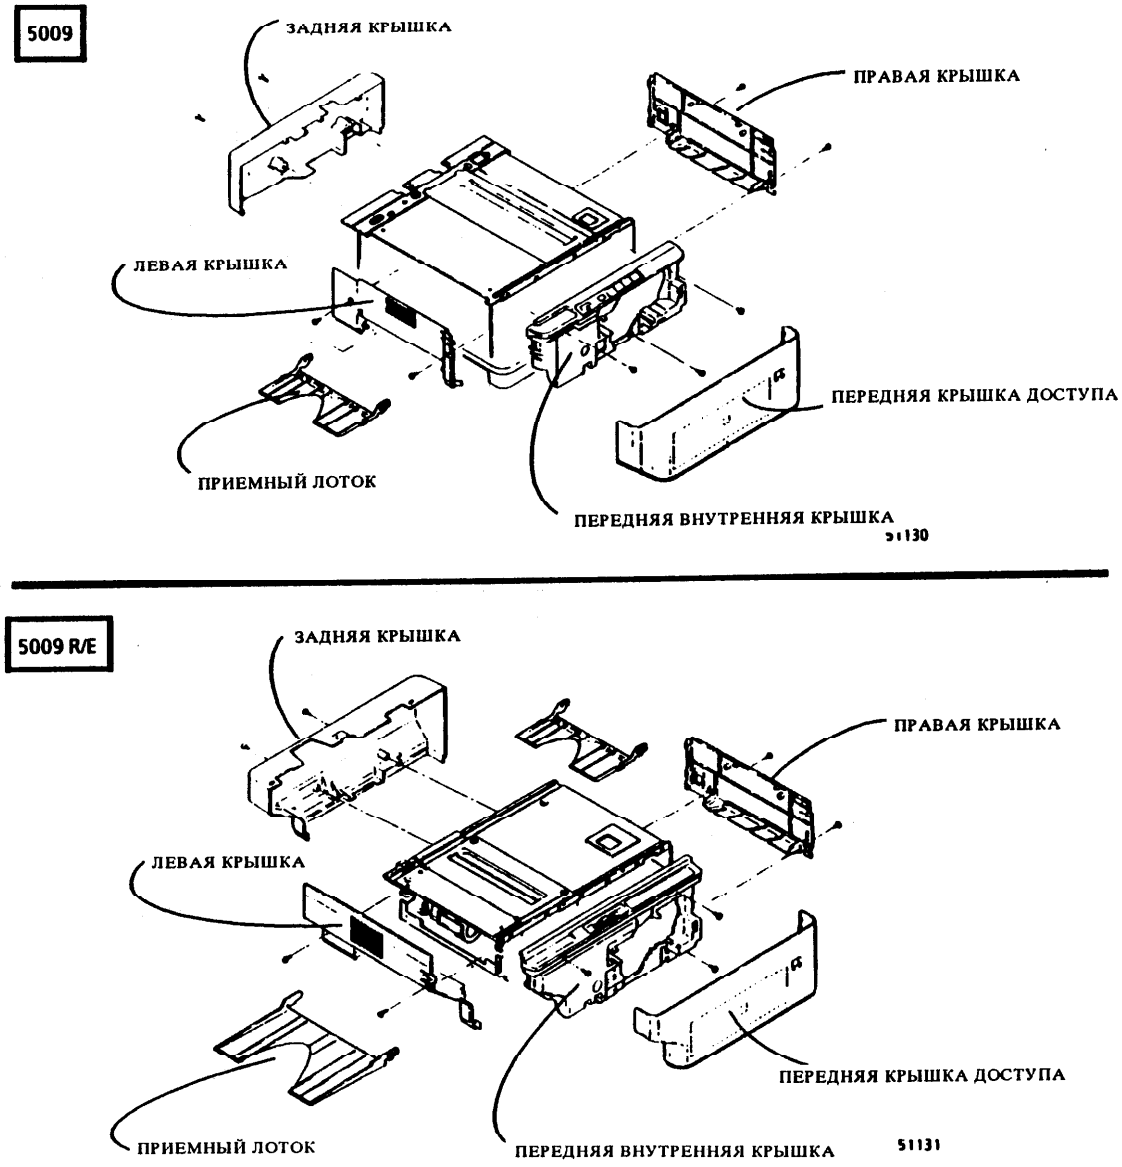

Рис. 2. Снятие крышек: передней для доступа, передней внутренней, задней, левой и правой
4. (Рис. 2): снять заднюю крышку: